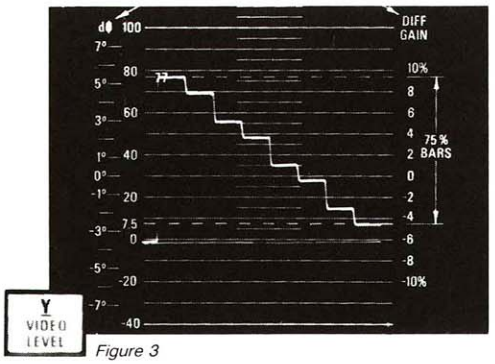
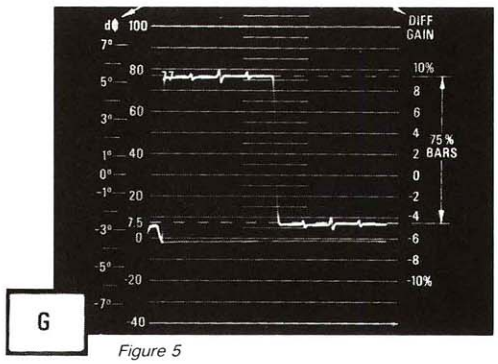
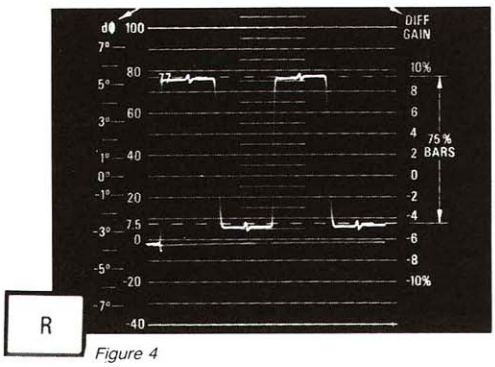
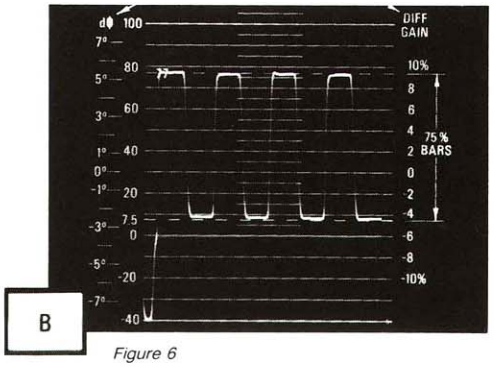

*Figure 3*
*Figure 5*
*Figure 4*
*Figure 6*
*75% amplitude Color Bar Signal displayed on the line sweep graticule. Pushbuttons select line-sweep displays of luminance (Figure 3), decoded Red (Figure 4), decoded Green (Figure 5), and decoded Blue (Figure 6).*